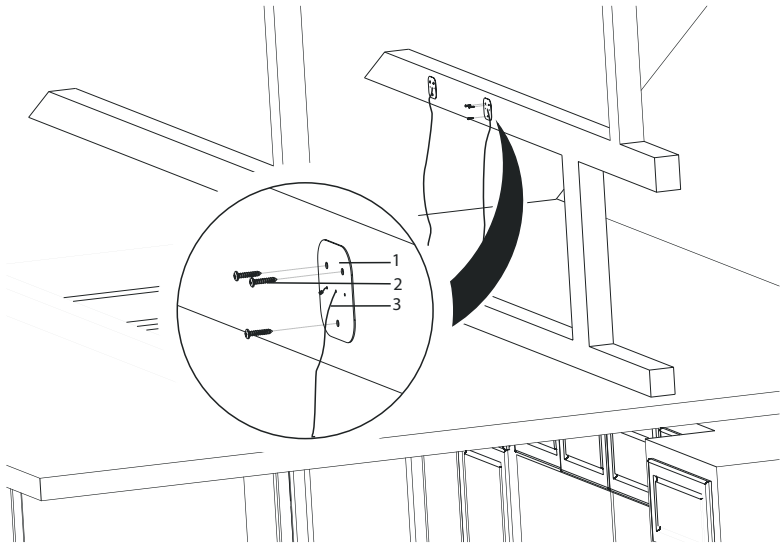

Fig. 19
3. Montér nu de 4 ophængningsplader, som stålwirerne sidder fast i, på et spær eller en lægte på loftet. Ophængningspladerne må vende på alle led (bemærk spærret eller lægten skal kunne bære emhætten under montering. Ophængningspladerne skal fastgøres med 3x 3,9x22 skruer (Fig. 19).